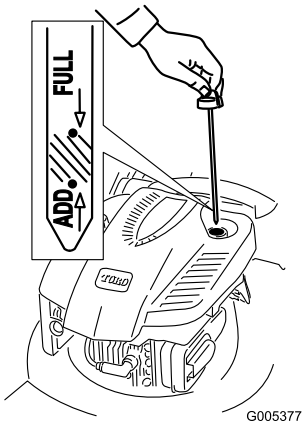

Figur 8
1. Ta bort oljestickan (Figur 8).
2. Fyll **långsamt** på olja i påfyllningsröret tills nivån når markeringen **Full** på oljestickan (Figur 8). **Fyll inte på för mycket.** (Maximal påfyllning: 0,59 l, typ: SAE 30 renad fordonsolja med API-klassificering SF, SG, SH, SJ, SL eller högre.)